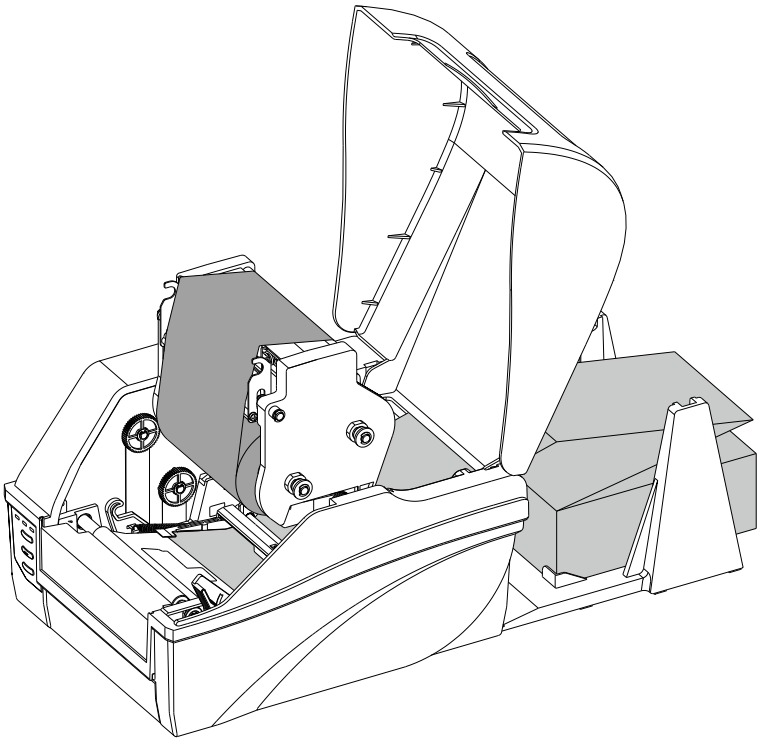

Figure 2-21 Thread the Media through Media Slot
4. Slide the Media Guides to the edge of the media, making sure that the media remains flat and is placed in the middle of the Tear-off Bar. This can be checked with the ruler on the Tear-off Bar. See Figure 2-21.